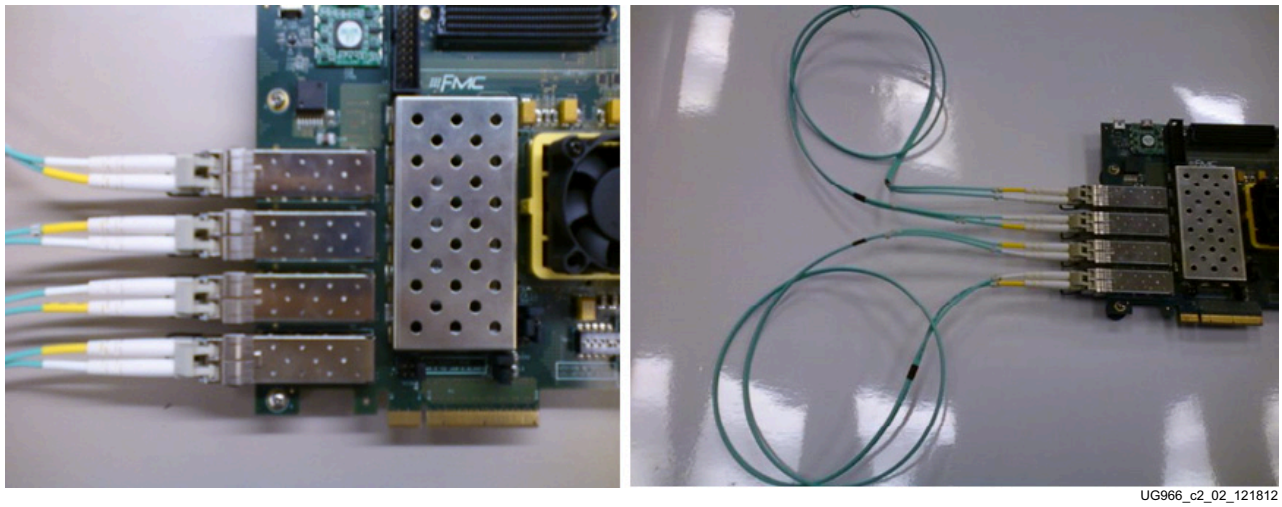

Figure 2-2: **SFP+ Connector Position on VC709 Board (Left) and Cables Showing Loopback Configuration (Right)**
2. Insert SFP+ connectors into the SFP+ cage positions as shown in Figure 2-2.
Note: The cage connector P2 is connected to P3 and P4 to P5 (cage P2 is the bottom one nearer to PCIe finger) to provide loopback capability. The photos in Figure 2-2 show the board outside of the PC chassis for clarity.